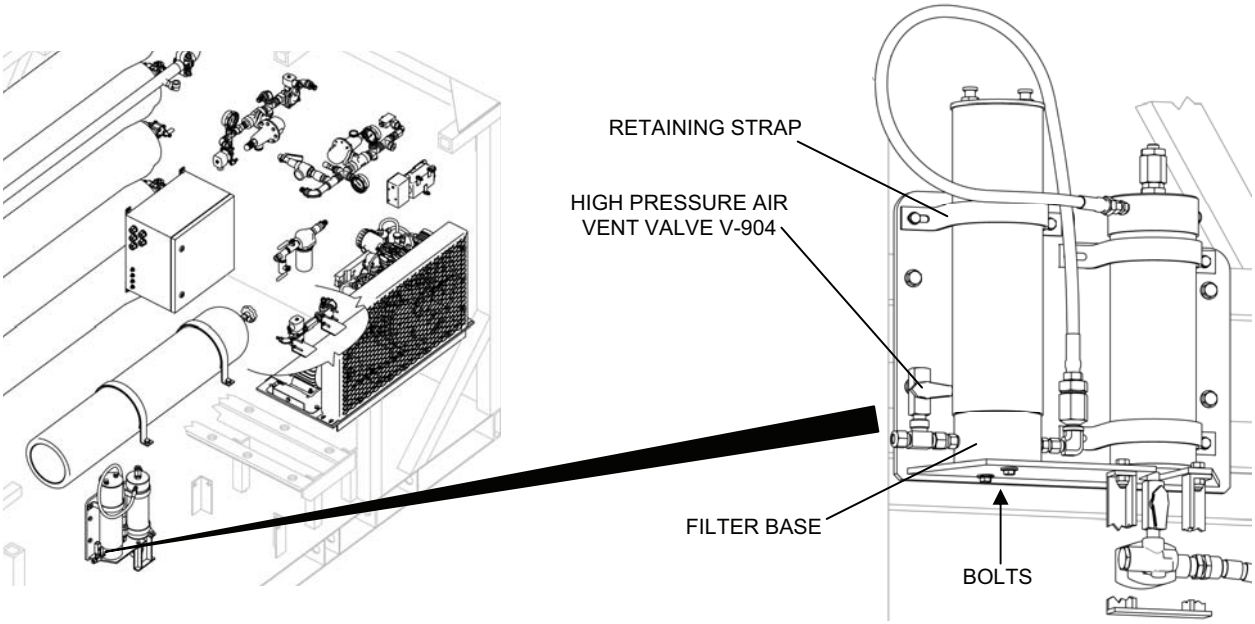

Figure 3. Valve for Bleeding the Air System.
2. Bleed the air system as follows (Figure 3):
b. Remove the two bolts on the bottom of the filter base (Figure 3).
c. Unbolt and remove the retaining strap and tilt the filter assembly outward (Figure 3).